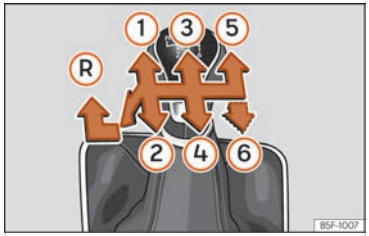

Fig. 100 Esquema d'un canvi manual de 5 marxes o bé de 6 marxes.
A la palanca de canvis s'indiquen les posicions de les marxes ››› fig. 100.
- Amb la palanca de canvis en punt mort, pressioneu-la cap avall, moveu-la a l'esquerra fins al final i després cap endavant per seleccionar la marxa enrere ››› fig. 100 Ⓡ.